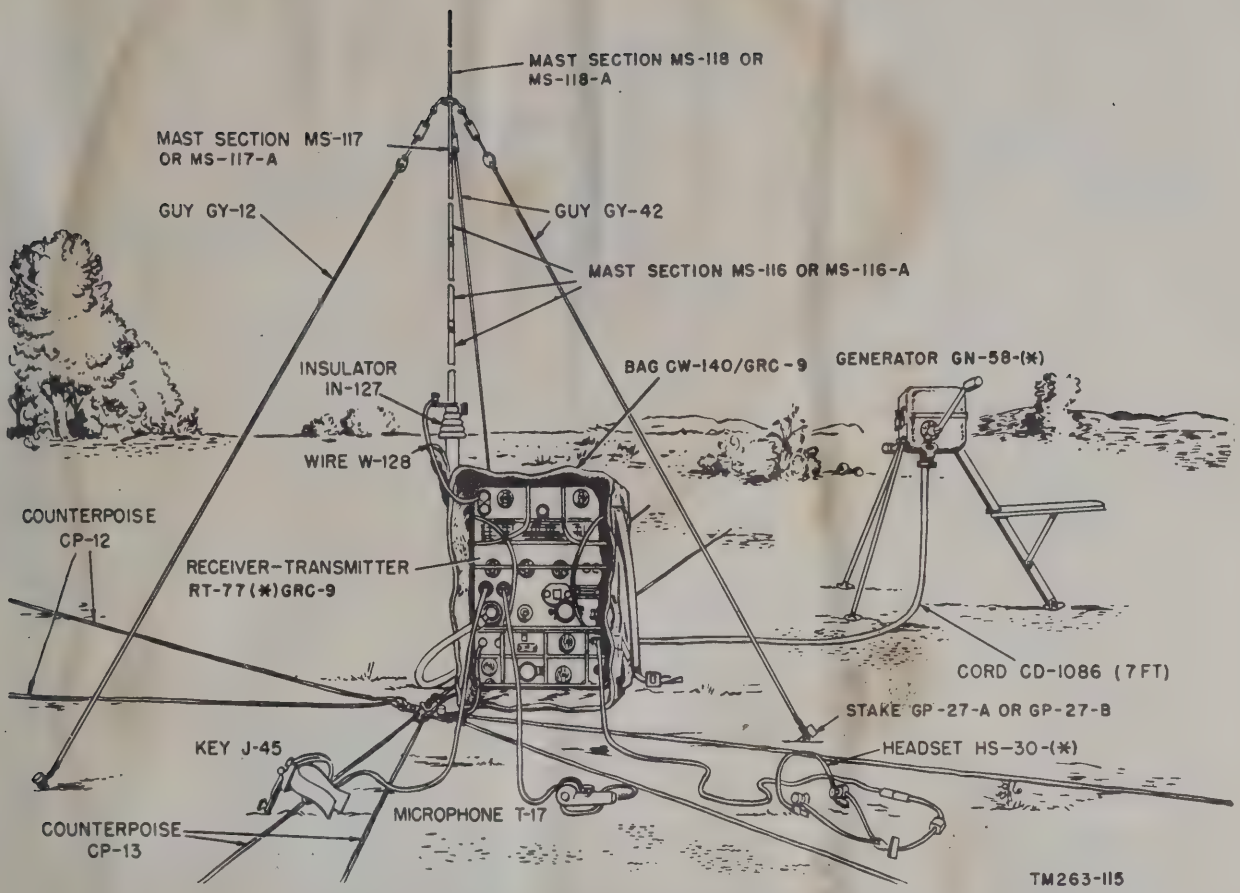
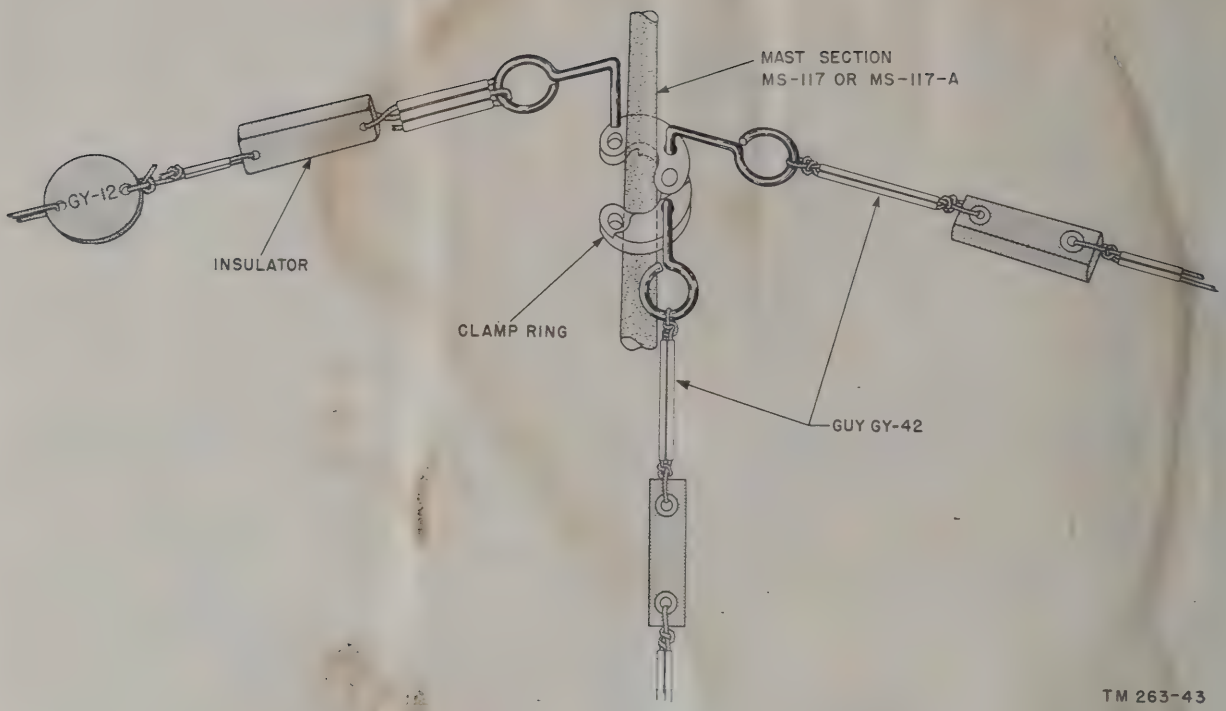

Figure 23. Typical ground installation, whip antenna.
Figure 25. Clamp ring, in use.
30. Whip Antenna (fig. 23)
f. Close the clamp ring of Guy GY–42 (fig. 25) and hook the end of Guy GY–12 (fig. 23) through the holes in the collar clamps to keep the clamps closed. Insert Mast Section MS–116–A into Insulator IN–127.